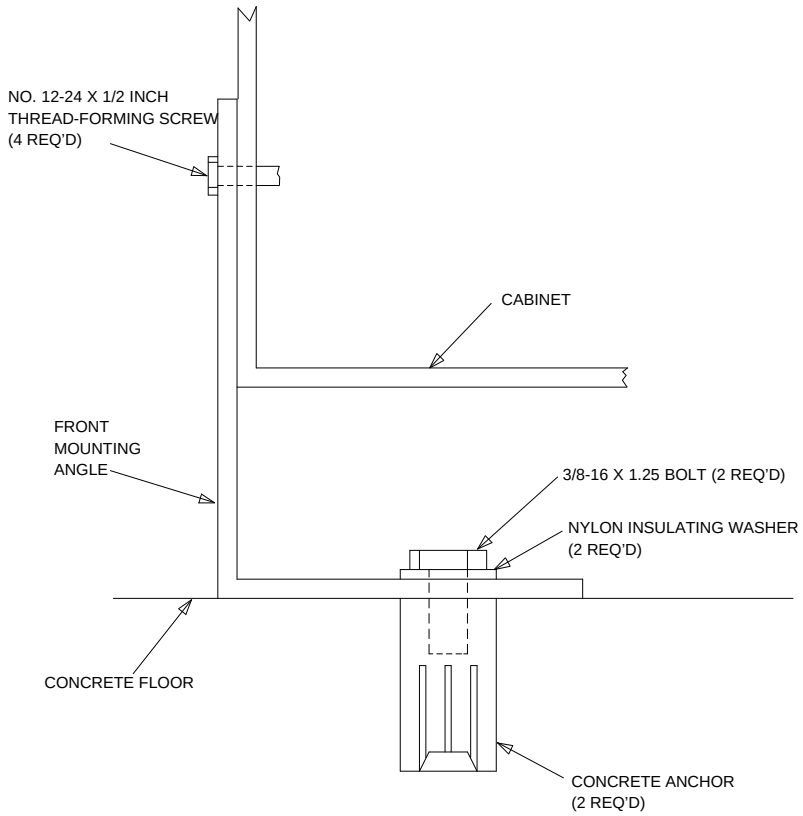

Figure 1-3. Front Mounting Angle — Concrete Floor
4. Mount the front mounting angle to the floor (Figure 1-3).